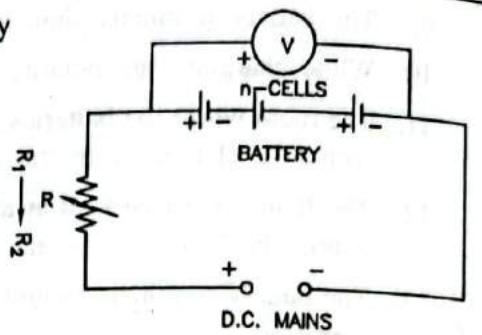

**FIG. 5.22 : CONSTANT CURRENT METHOD OF CHARGING A BATTERY**
- In this method, the charging current supplied to the battery is kept constant throughout the charging period by adjusting the value of variable resistor $R$ as shown in Fig. 5.22.